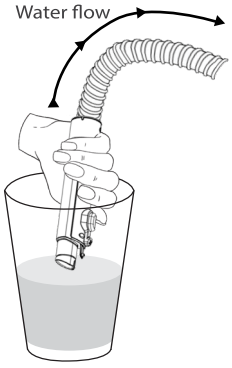

Fig. 19A
2. Alternatively, you can clean the hose by placing the cleaning tool handle in a cup of clean water and letting the spot cleaner suck in the water (Fig. 19A).